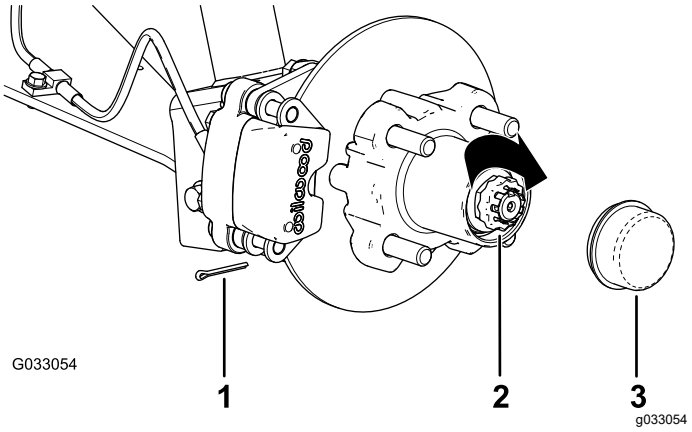

Figur 28
8. Monter holderen over møtrikken og kontroller justeringen af rillen i holderen og hullet i spindlen til låseclipsen (Figur 28).
9. Monter låseclipsen og bøj hvert ben omkring holderen (Figur 28).
10. Monter støvhætten på navet (Figur 28).